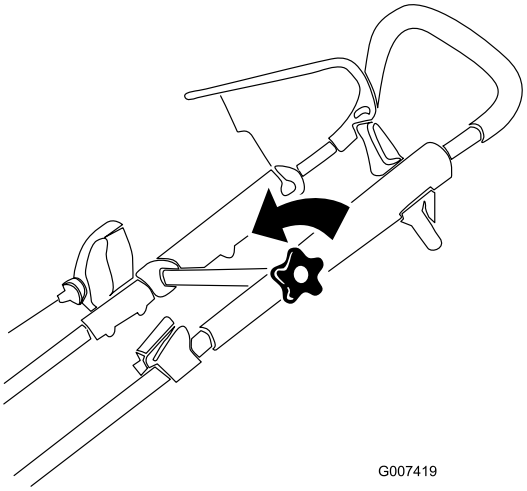

Bild 14
1. Lösen Sie das Handrad des oberen Bügels (Bild 14).